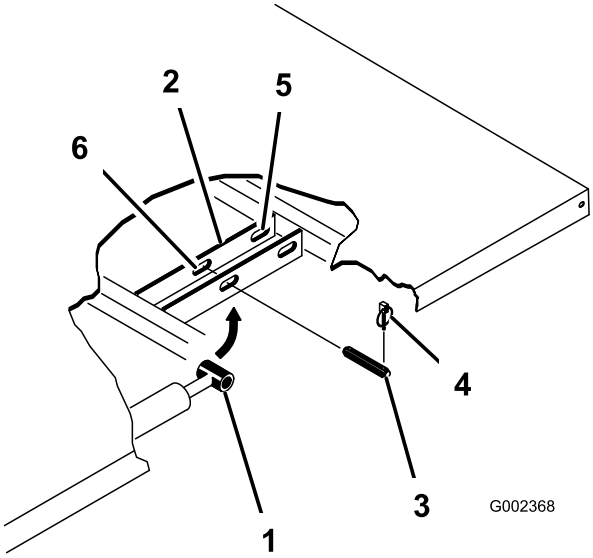

Figur 33
3. Fjern ringstiften fra den ytre enden av splittpinnene (Figur 33) på sylinderstaget.
4. Fjern splittpinnene som fester sylinderstagendene til monteringsplatene for lasteplanet, ved å skyve pinnene innover (Figur 33).
5. Fjern orepinnene og splittpinnene som fester svingbrakettene til rammen (Figur 33).